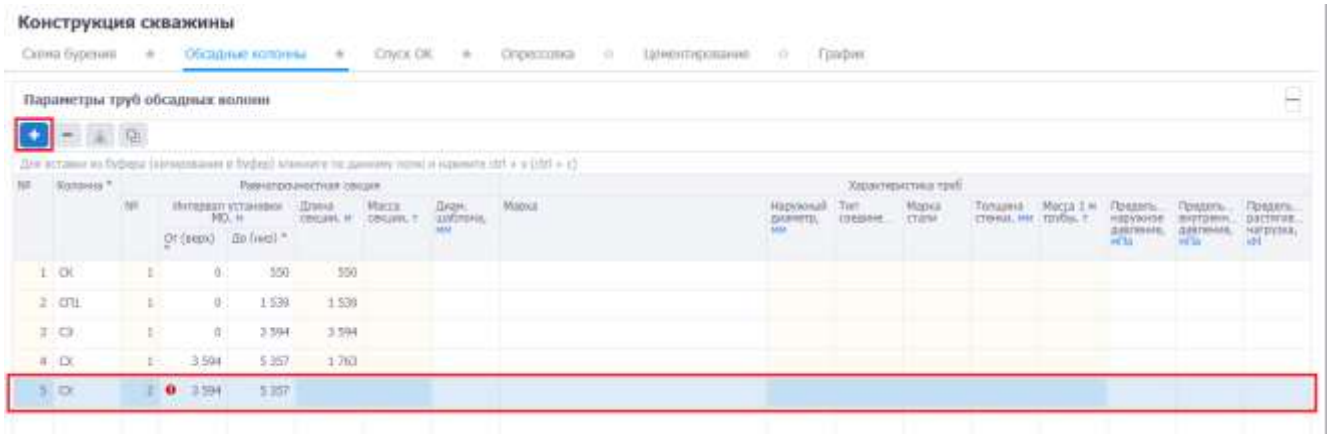

Рис. 3.118
– добавление равнопрочностной секции. При нажатии на кнопку (рис. 3.118) появляется новая строка в таблице. Заполнение данных выполняется стандартным образом: